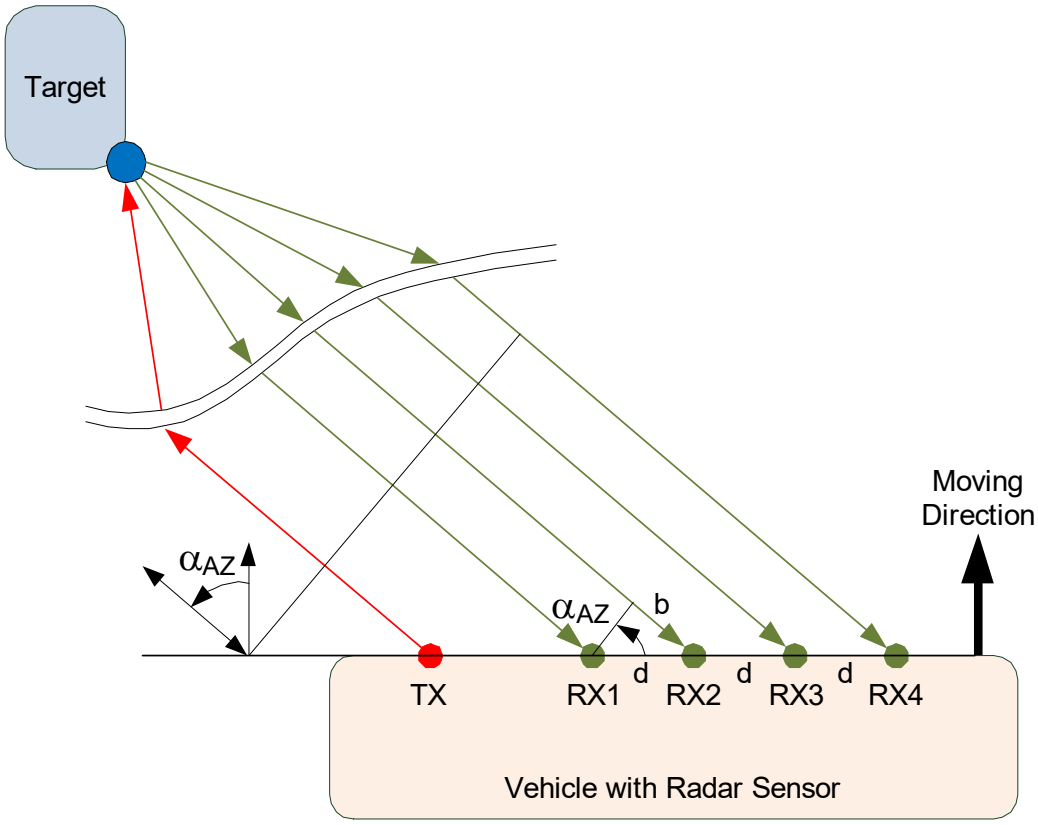

Figure 2: ARS 404 and ARS 408 Antenna Principle
Figure 2 shows the antenna principle of digital beam forming used for ARS 404 and ARS 408. In the example one transmitting (TX) antenna and four receiving (RX) antennas are used. Two (TX) antennas and three (RX) antennas for ARS 404 and 2x6 (RX) antennas for ARS 408 are used. All (Rx) antennas receive reflections from the same target (ideally) not different in amplitude but in phase due to the slightly different distances to the target as a function of the azimuth angle α_{AZ}.